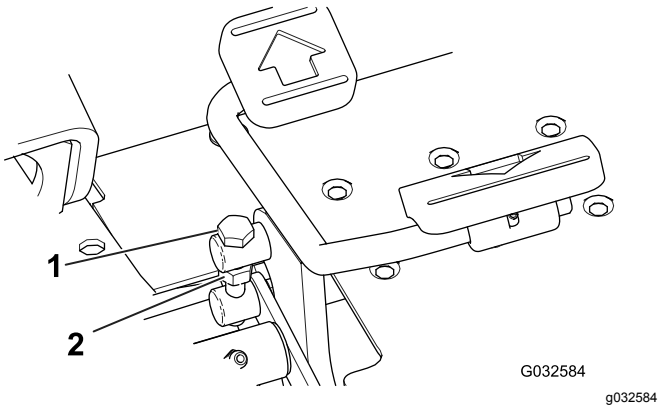

Figur 49
1. Løsn kontramøtrikken på trækbolten på siden af traktionspedalen (Figur 49).